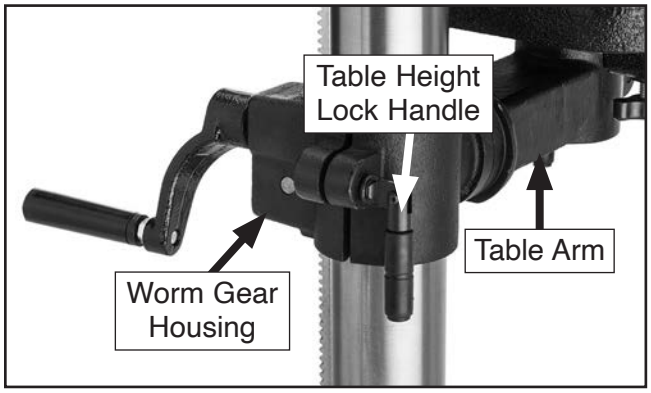

**Figure 14.** Table height lock handle inserted into cartridge.
7. Thread (1) table height lock handle into worm gear housing cartridge (see **Figure 14**) and tighten until table arm will not move.